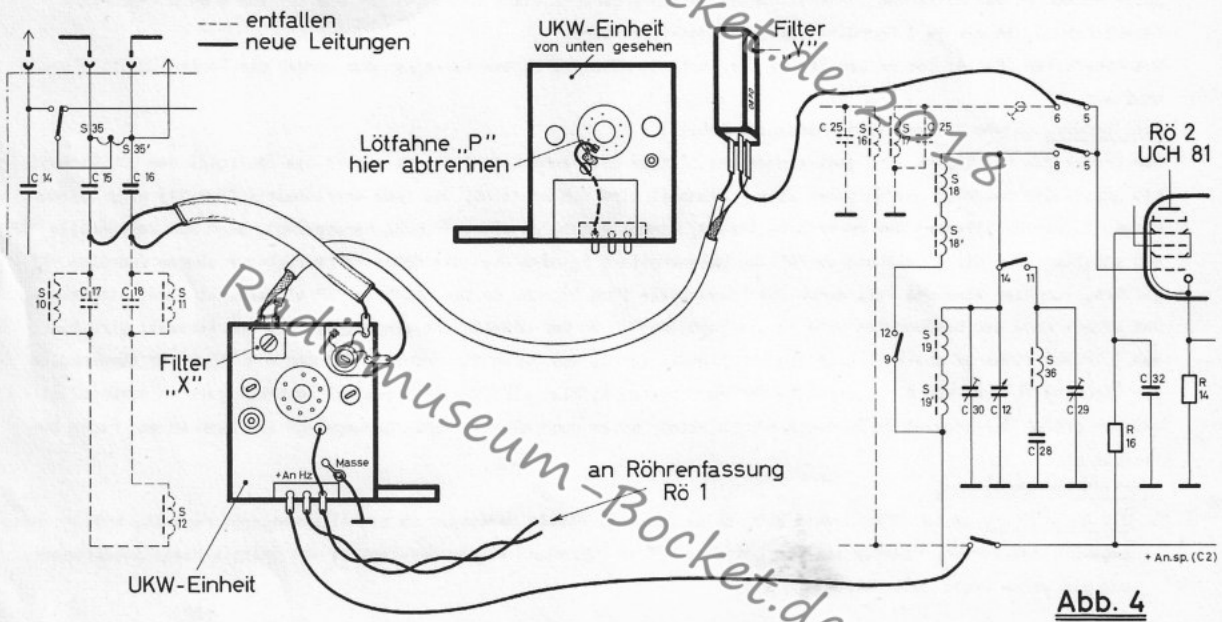

Abb. 4
3. Der ZF-Ausgang wird über ein abgeschirmtes HF-Kabel (Pos.9) vom Filter der UKW-Einheit zum Linkfilter (Pos.4) auf dem Chassis geführt. Das Filter wird entsprechend Abb.4 angeschlossen und mit dem freigewordenen Wellenschalterkontakt 6 verbunden.